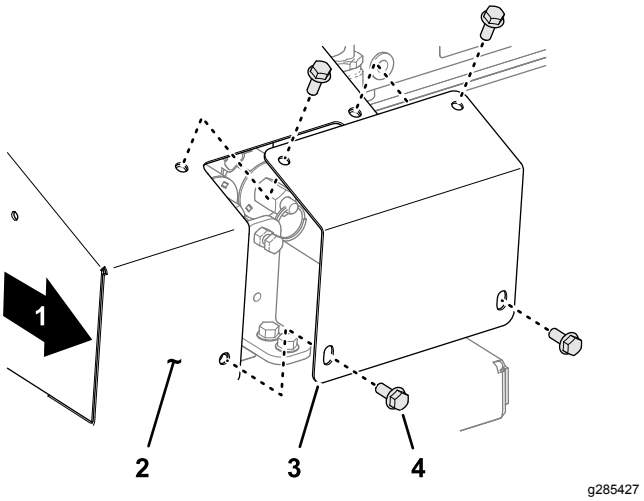

Figuur 28
1. Verwijder aan de rechterkant van de machine de 4 inbusbouten met flens waarmee de afdekplaat bevestigd is aan het deksel van de uitschakelvergrendeling (Figuur 28)